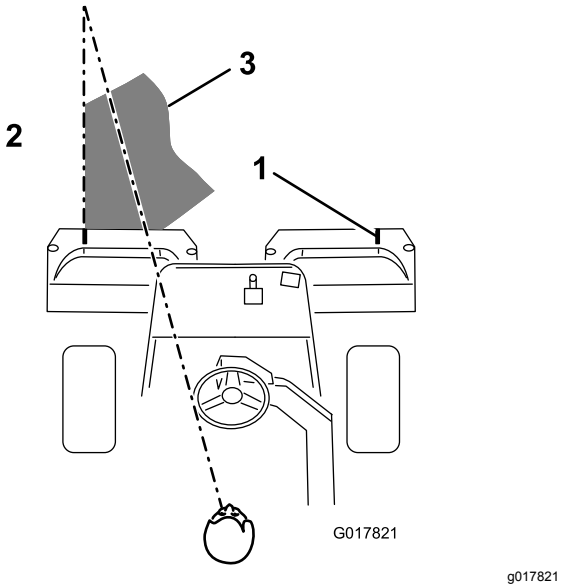

**Rysunek 41**
**Informacja:** Aby ułatwić sobie utrzymywanie prostej linii jazdy po terenie trawiastym i utrzymywać równą odległość od krawędzi poprzedniego koszenia, ustaw w wyobraźni linię docelową znajdującą się w odległości od 1,8 do 3 m przed maszyną do krawędzi nieskoszonej części trawnika (Rysunek 41).
Niektórzy operatorzy preferują włączenie zewnętrznej krawędzi kierownicy jako elementu linii celowania, to znaczy utrzymują krawędź kierownicy na jednej linii z punktem znajdującym się w tej samej odległości od przedniej części maszyny (Rysunek 41).